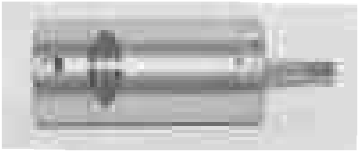

Fig.9
⑩ ロックリングの先端が挿入孔に現れたら、ドライバーでリングの後端をこじ下げてリング溝内に押し込む。
⑪ 締め付け治具を弛めてシリンダから取り外す。
⑫ ラベルをシリンダに貼りつけて、ロックリング挿入孔を覆う。(Fig.9)